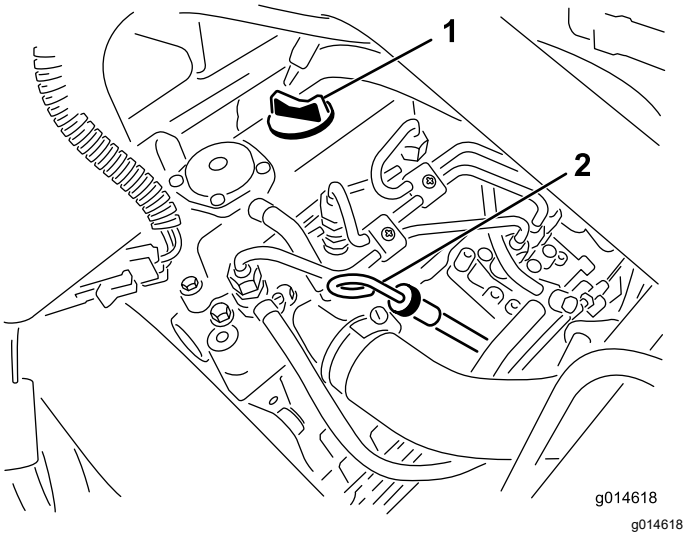

Figur 31
2. Ta ut oljestickan och torka av den med en ren trasa (Figur 31).